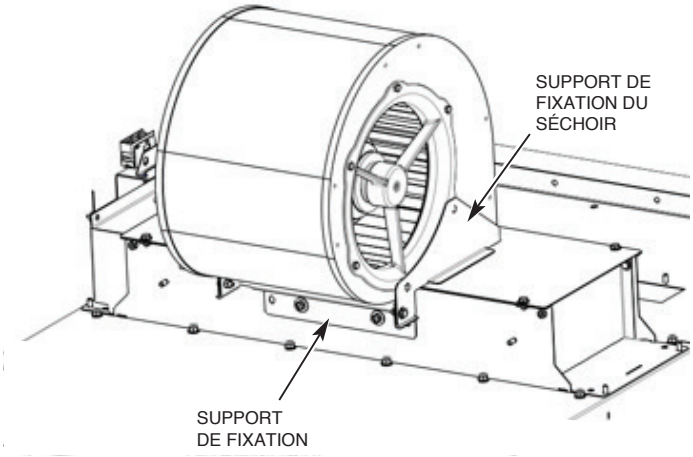

Fig. 26
3. Descendez le côté arrière de l'ensemble du séchoir pour que les trous des supports de fixation s'alignent avec les trous des supports de fixation de la monture du fil chauffant. (Fig. 26).
4. Installez les vis à tête hexagonale à calotte ¼-20 avec leurs rondelles et rondelles-frein tel qu'illustré à la figure 26 et serrez.